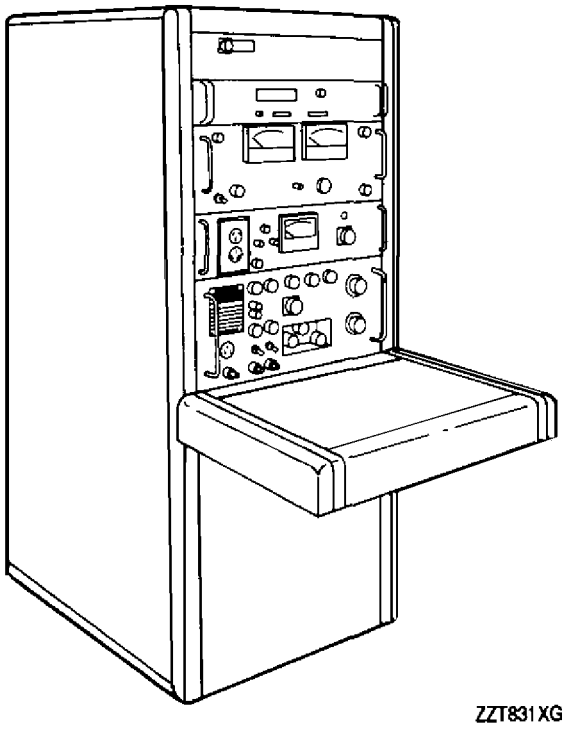

Figure 28. 6872414 Coordinator Test Stand
a. Remove the output lever and condition arm and install the coordinator control assembly in the 6799335 positioning fixture (figure 18). Using the 6872414 or 6893547 test stand (figure 28 or 29) check the coordinator control assembly for open circuits, linearity, and insulation leakage as follows: